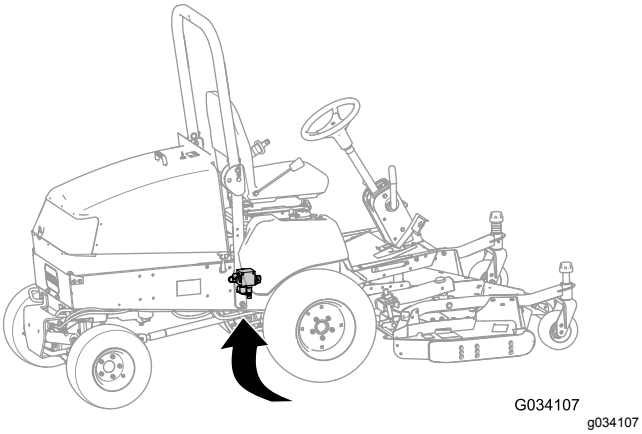

Figur 13
2. Find løftemanifolden nedenunder maskinen, indvendigt ved den højre stelkanal, bag forakslen (Figur 13).